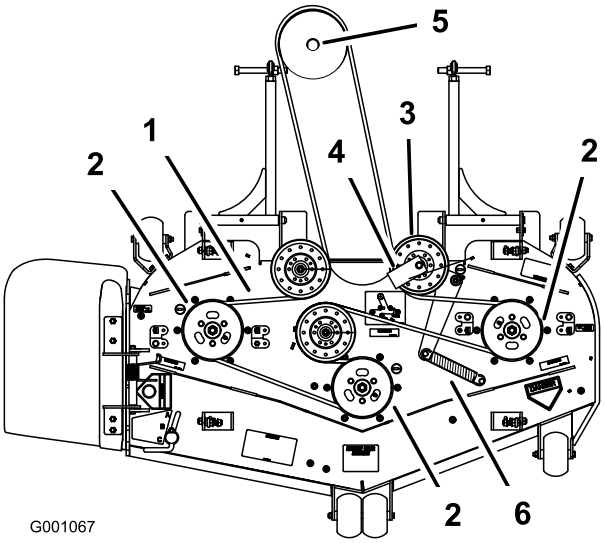

**Figur 71**
8. Montera en ny rem runt klipparremsskivorna och växellådsskivan under motorn (Figur 71).
9. Montera remstyrningen på den fjäderbelastade remskivan i 45 graders vinkel i enlighet med Figur 71. Dra åt skruven till 37–45 Nm.
10. Montera mellanremskivfjädern på de två hållarna (Figur 71).